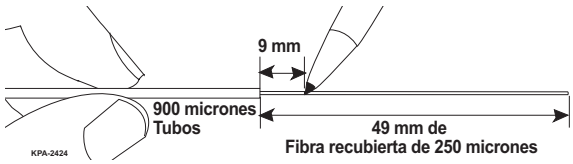

Figura 6 — Marcar revestimiento de 250 micras
Paso 4: Mida y marque la fibra con revestimiento de 250 micras a 9 mm del extremo del tubo de bifurcación (Figura 6).